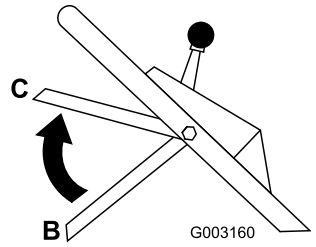

Rysunek 20
3. Unieś dźwignię sterującą ostrzem do środkowej pozycji około 12,7 cm poniżej drążka uchwytu (pozycja C, jak przedstawia Rysunek 20).
4. Zwolnij dźwignię sterującą ostrzem (pozycja B, jak przedstawia Rysunek 20).